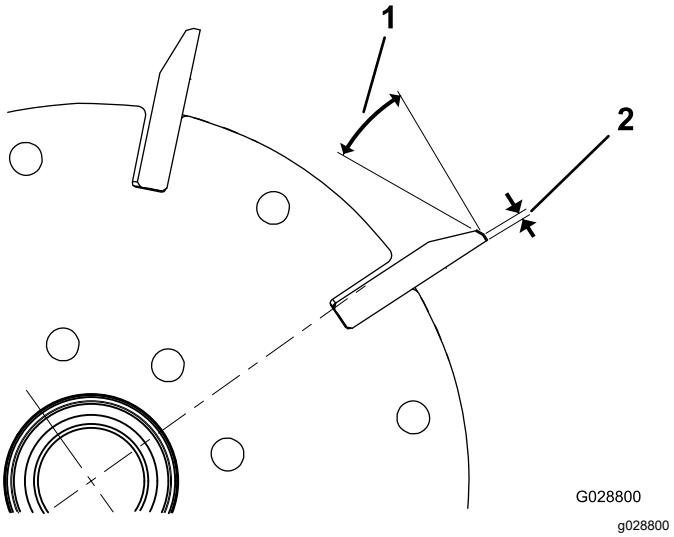
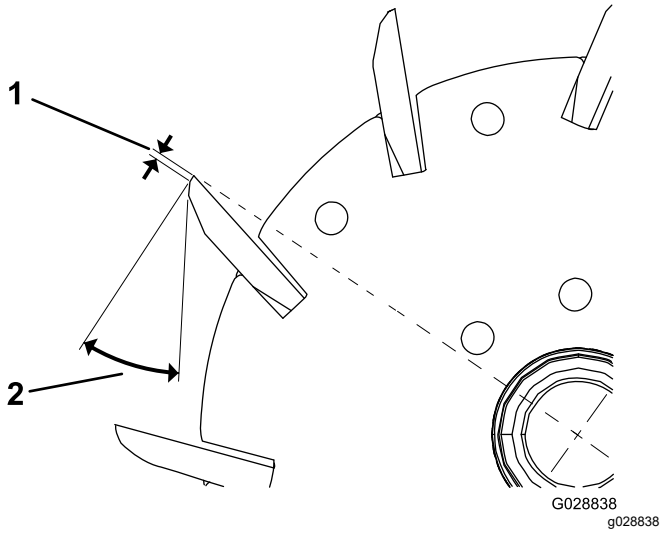

Рисунок 23
Рисунок 24
1. Произведите 30-градусное затыловочное шлифование всех ножей барабана, пока не будет достигнута ширина витка 1,3 мм (Рисунок 23 и Рисунок 24).